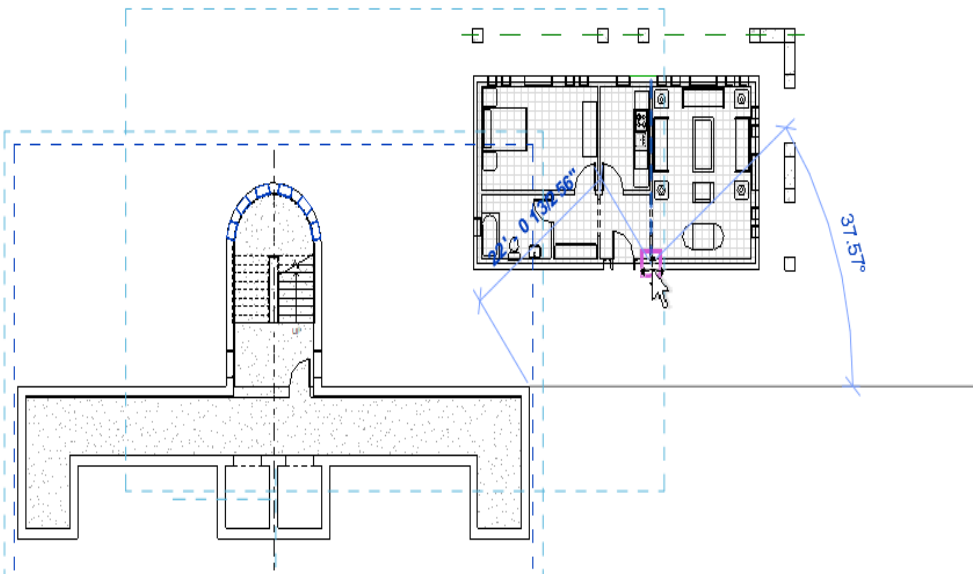

Figure 16-73 *Moving the elements of the Elevator and Stair Lobby project*
a. Copy and paste elements of the *Elevator and Stair Lobby* project and the *Apartment 2* project to the base file, refer to Figures 16-73 through 16-76.
7. Choose the **Move** tool from the **Modify** panel of the **Modify | Model Groups** tab and move the selected elements using the object snaps, as shown in Figure 16-73. Ignore any warning message at this stage.